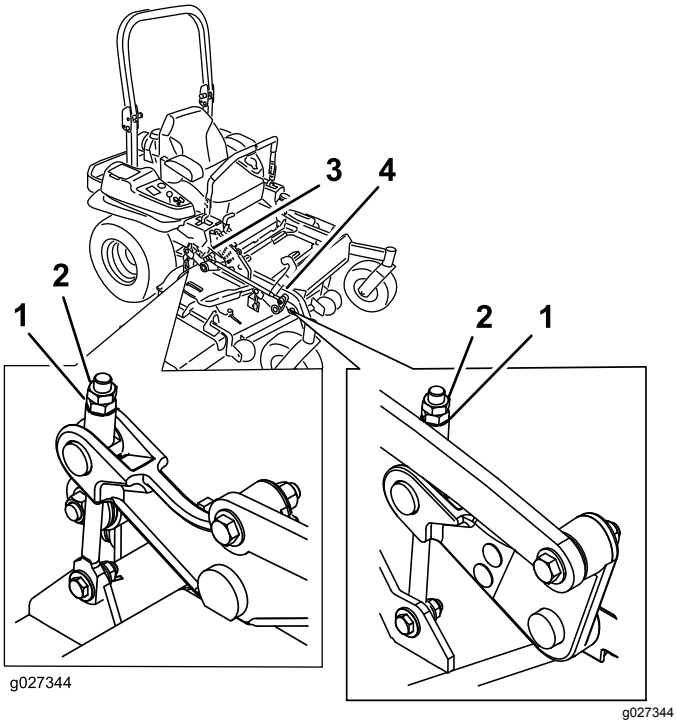

Figuur 95
10. U kunt de stelmoer op de hefinrichting van het voorste maaidek draaien om deze nog nauwkeuriger in te stellen (Figuur 95).